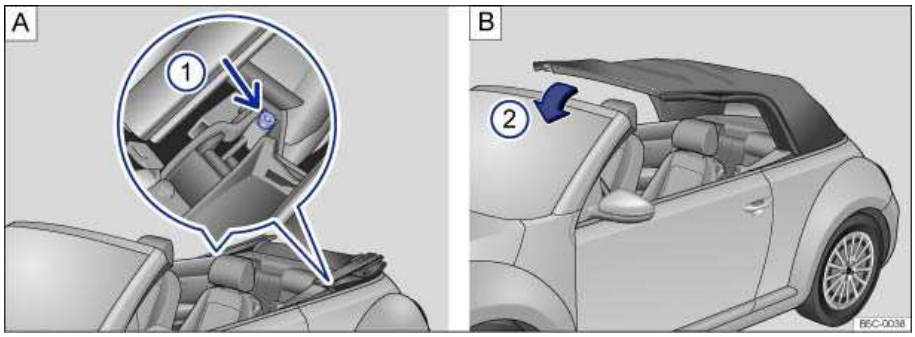

Fig. 155 Convertible top emergency closing (1).
- Unscrew the bolts ⇒fig. 155 **A** (1) (arrow) on both sides of the convertible top counterclockwise using the rounded end of the hexagonal socket wrench. Remove the bolts completely.